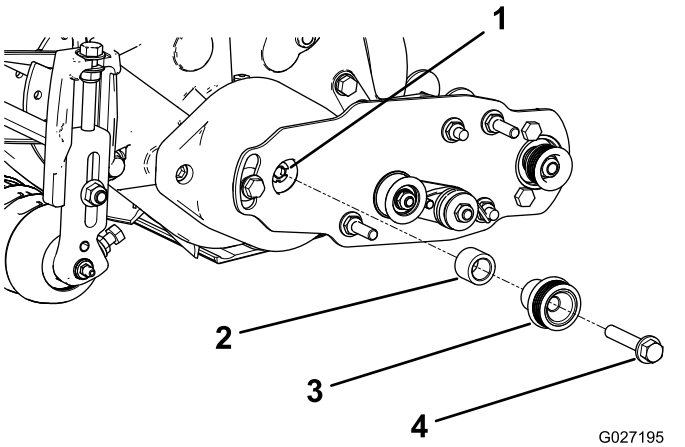

図 15
1. ベアリングハウジングのシャフトにスペーサを挿入する図 15。
2. スペーサに駆動プーリを挿入し、駆動シャフトにはめる図 15 。
3. フランジヘッドボルト⅜ x 2"を使ってプーリとスペーサを駆動シャフトに固定する図 15を参照。